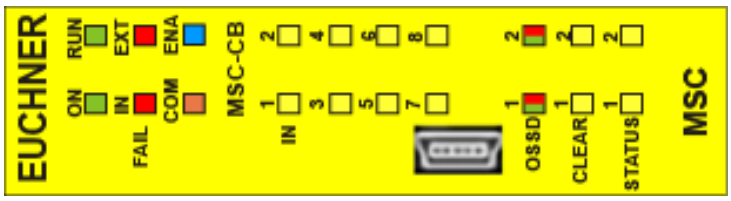

Bild 28: MSC-CB
8.4.1. Basismodul MSC-CB *(Bild 28)*